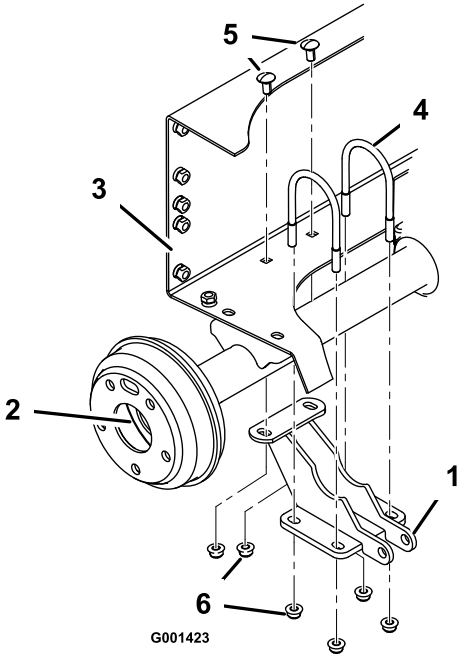

Figur 5
4. Montera lyftcylinderstödet löst till bakre axelns högra sida med två U-bultar och fyra flänsmuttrar (3/8 tum) samtidigt som du riktar in monteringshålen med hålen i batteribrickan (Figur 5).
5. Fäst lyftcylinderstödet till den bakre ramen med två vagnsbultar (3/8 x 3/4 tum) och två flänsmuttrar (3/8 tum). Dra åt de fyra flänsmuttrarna på U-bultarna lika mycket för att vara säker på att fästet är inriktat mot axeln. Dra åt de två muttrarna som fäster den bakre delen av fästet till den bakre ramen (Figur 5).